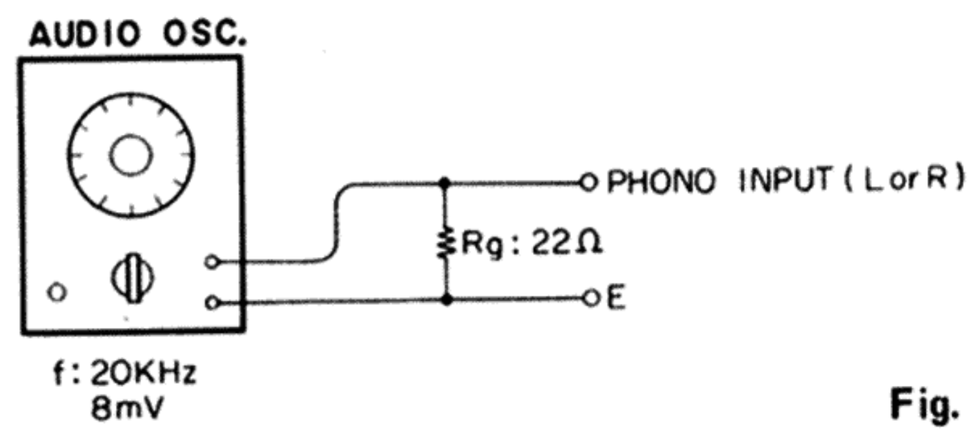

Fig. 2
2. Connect the audio frequency oscillator to the PHONO terminals as shown in Fig. 2.
3. Connect the distortion meter to REC OUT terminals and adjust VR401 (L) and VR402 (R) so that distortion is reduced to minimum.